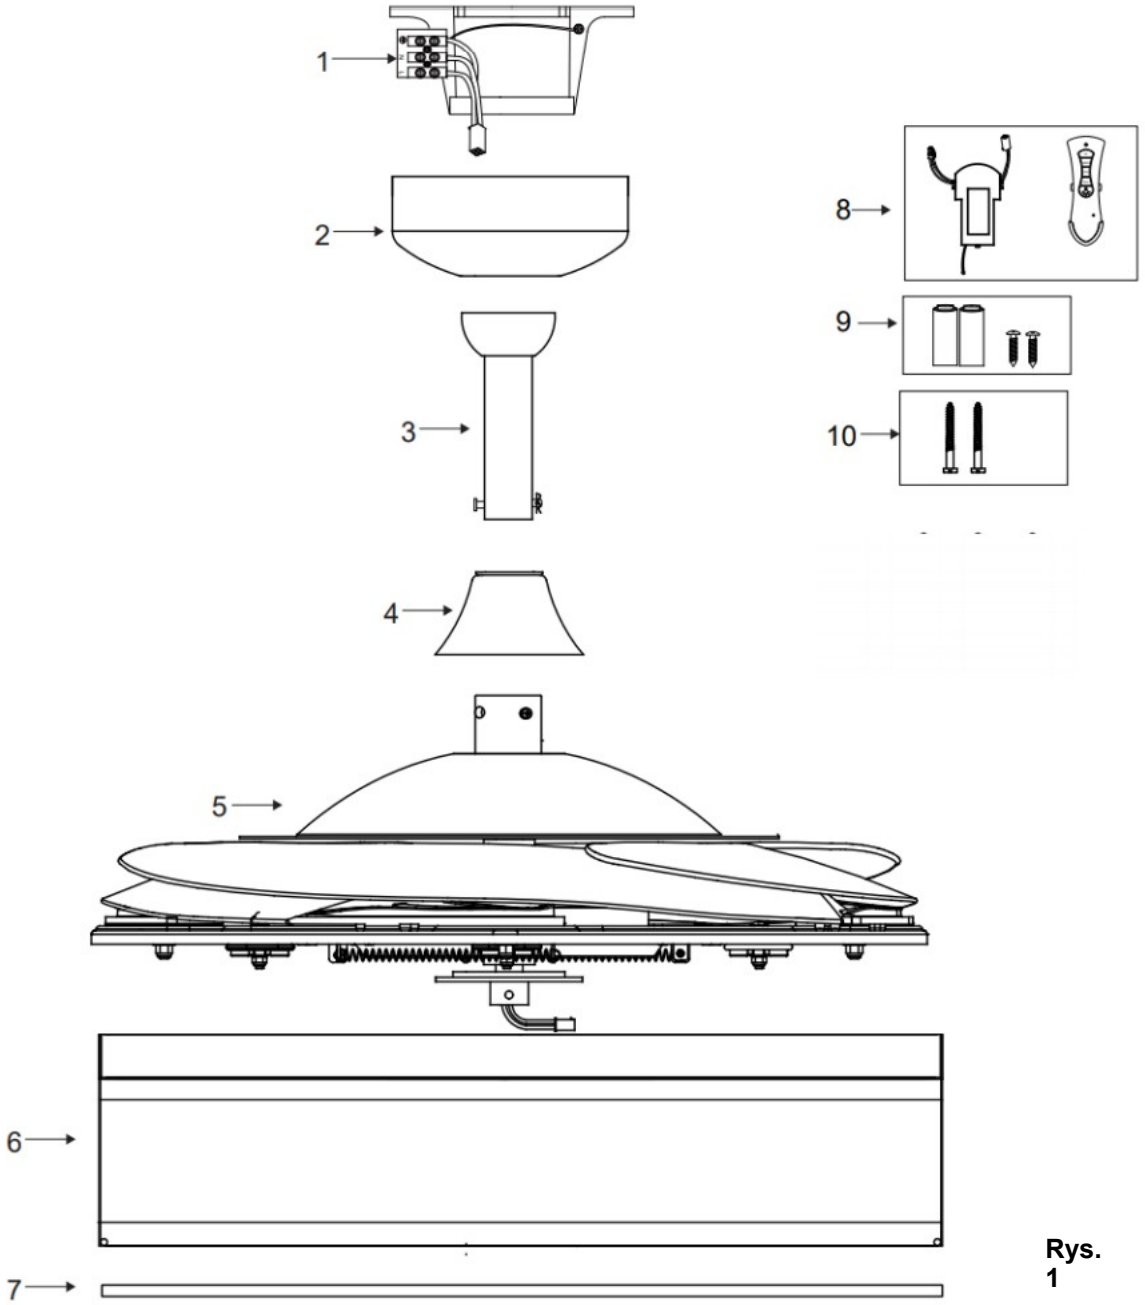

Rys. 1
- Sprawdź wszystkie części, powinieneś mieć następującą listę i rys.1: